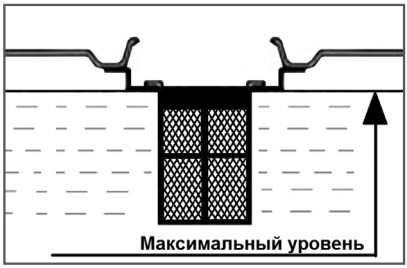

Рис. 9 Максимальный уровень топлива в топливном баке
Максимальный уровень топлива показан на Рис. 9.
3. Залейте бензин в топливный бак при помощи специальной емкости или воронки до уровня, показанного на Рис. 9.